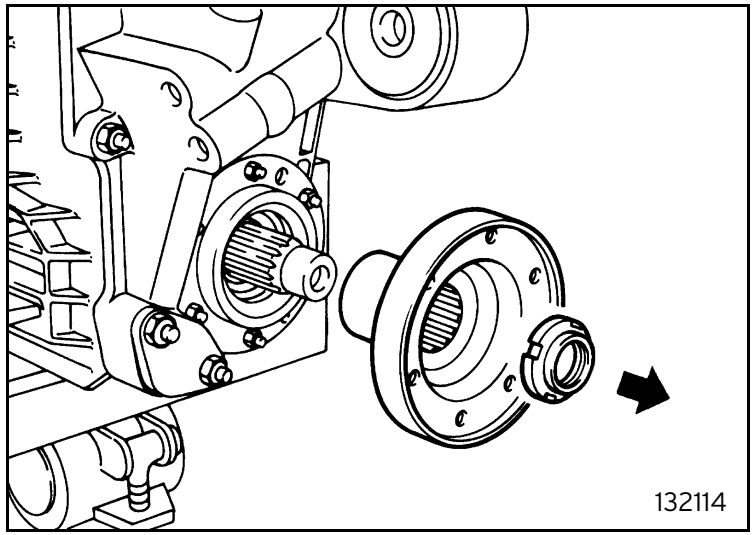

Fig. 14
- remove the caulking that prevents unscrewing, then using tool 960095012 unscrew the locking nut of the front output flange and remove the relevant flange (figure 14);